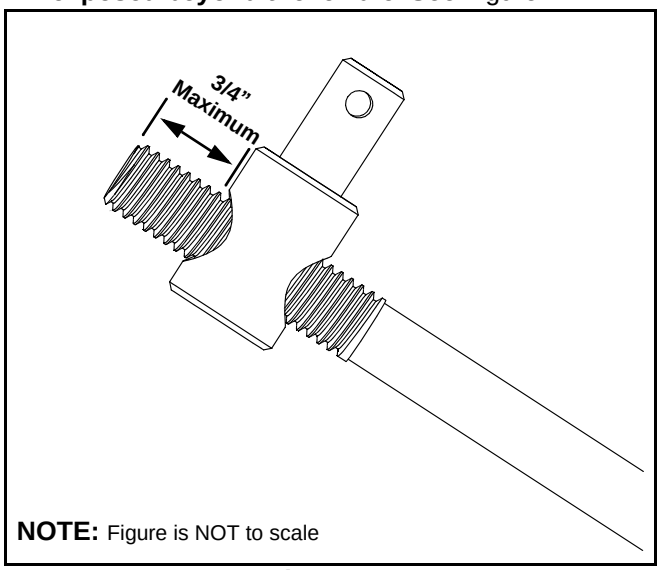

Figure 11
- Adjust the speed control by threading the ferrule inward so that **no more than 3/4-in. of the rod is exposed beyond the ferrule**. See Figure 11.